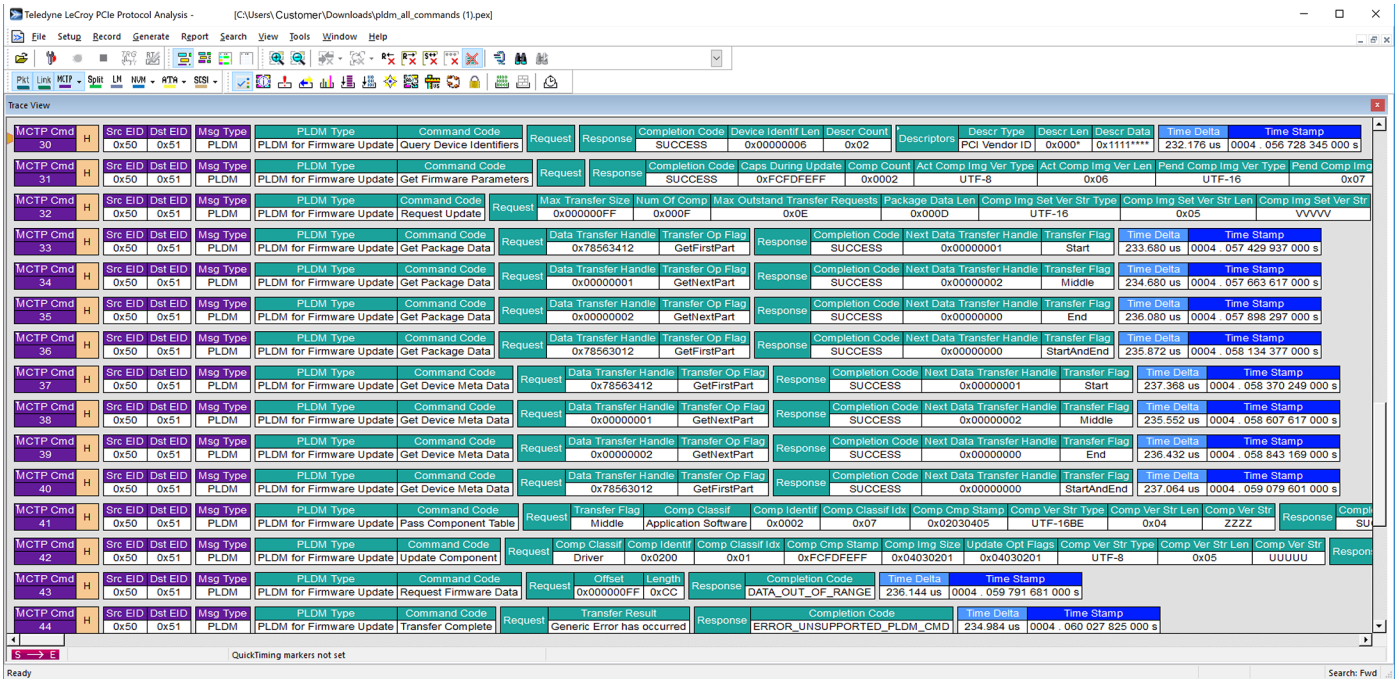
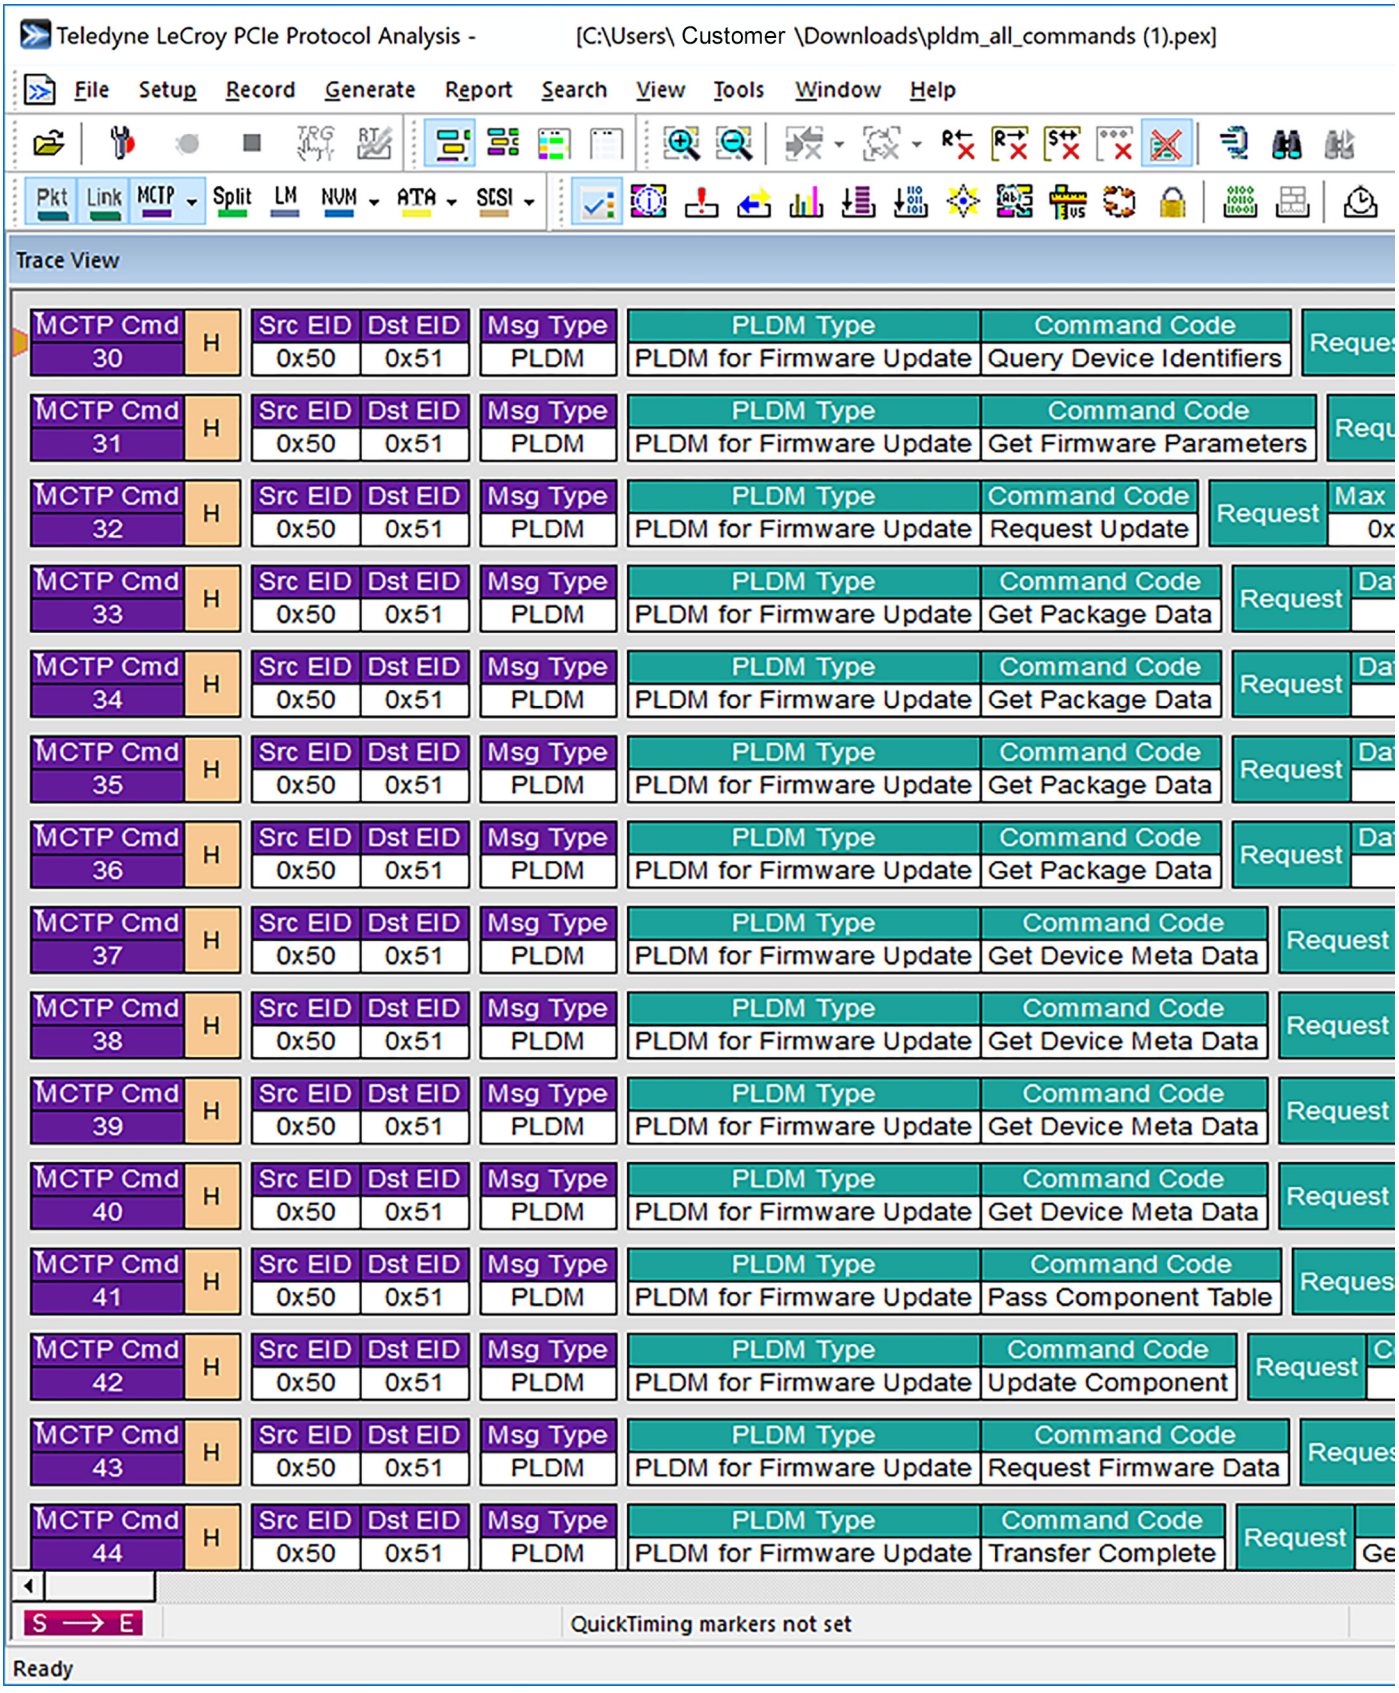

Figure 6.89: PLDM Firmware Update Commands Decoded
Figure 6.90: PLDM Firmware Update Commands Decoded (Details shown)
- PLDM: Firmware Commands Decoded -> See Figure 6.89 on page 452 and Figure 6.90 on page 453.